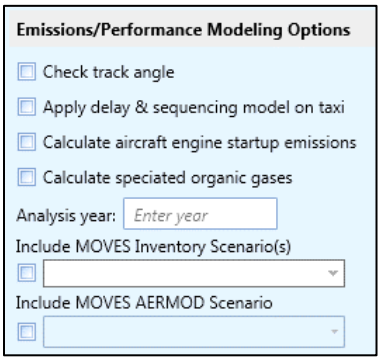

Figure 9-7 Emissions/Performance Modeling Options
3. In the *Define Metric Results* wizard, *Set Processing Options* step, check the *Include MOVES AERMOD Scenario* checkbox and use the drop-down list to select a MOVES scenario (Figure 9-7). The list will only include MOVES AERMOD Scenarios with a pollutant type that matches that of the metric result.